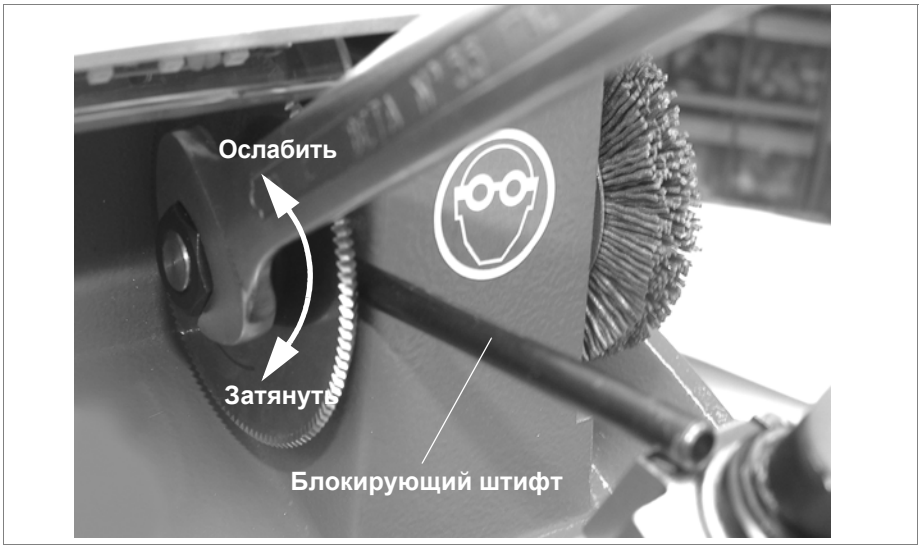

Рис. 18
1) Вставьте блокирующий штифт (стандартный) в отверстие шпинделя режущего инструмента (рис. 18).